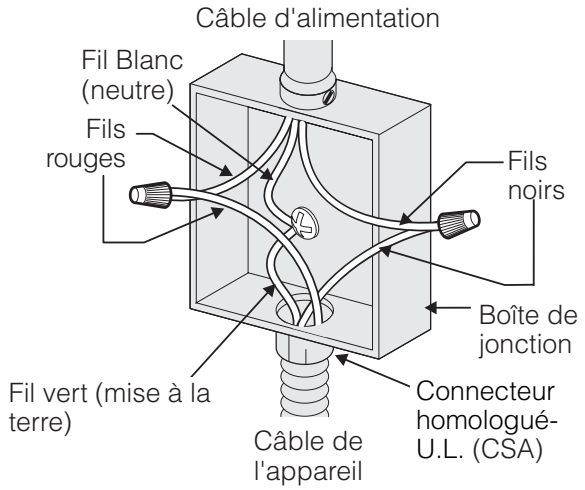

Figure 3 - Boîte de jonction à 3 fils mise à la terre
Où les codes locaux permettent de brancher le conducteur de mise à la terre de l'appareil au fil neutre (blanc) (voir la figure 3):
2. Dans le disjoncteur, boîte de fusibles ou boîte de jonction: connecter l'appareil au câble d'alimentation comme montré à la figure 3.